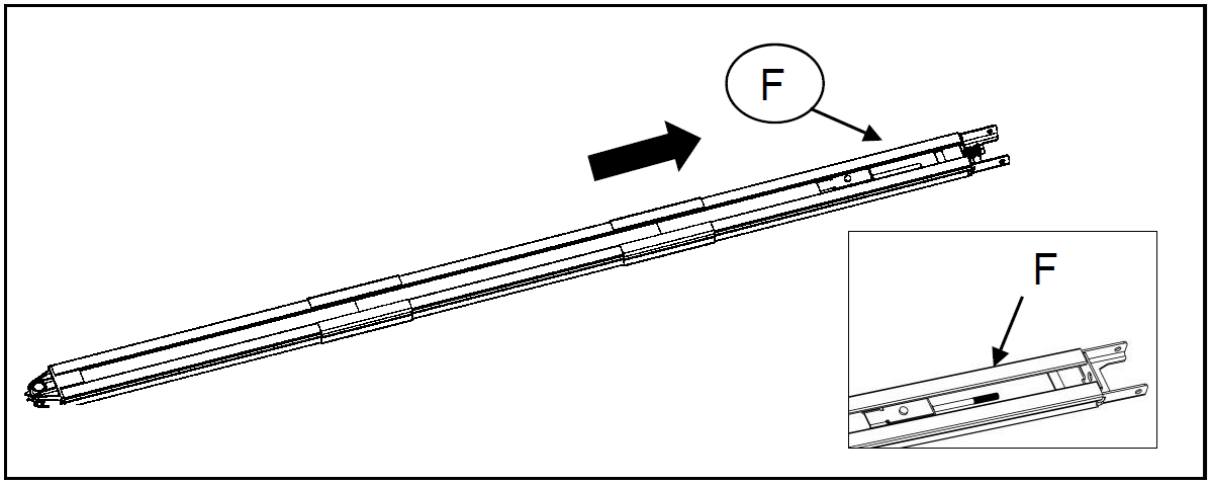

Figure 8
2. Coupez le filetage en plastique ; tirez la tige filetée avec la chaîne intérieure jusqu'à la position du rail d'extrémité (figure 8)